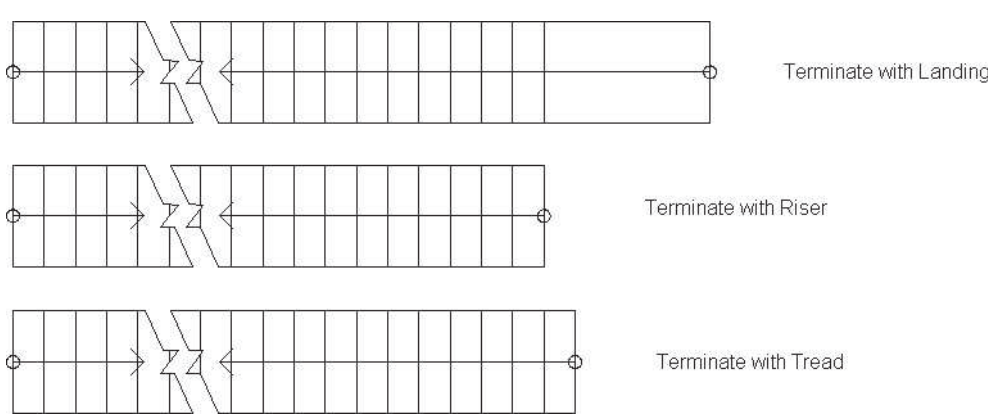

FIGURE 9.4 *"Terminate with" options*
14. Retain the selection of the straight stair at D. The Terminate with field is available during and after placement of all stair shapes. The Terminate with options are riser, tread, or landing as shown in Figure 9.4.